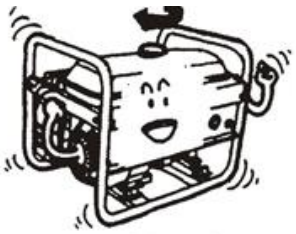

Рис. 16
3.2.4 Закрутить назад ковпачок паливного патрубку та добре затягніть його (Рис. 16).